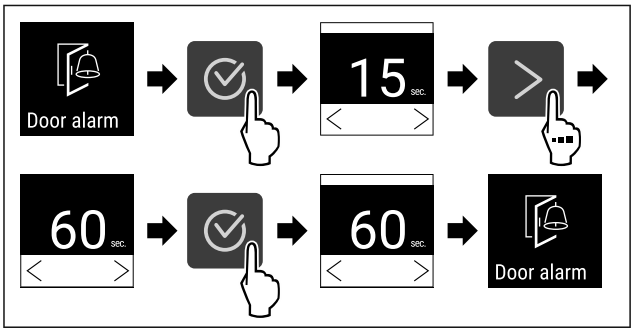

Fig. 95
▶ Ejecutar los pasos (consulte Fig. 95) .